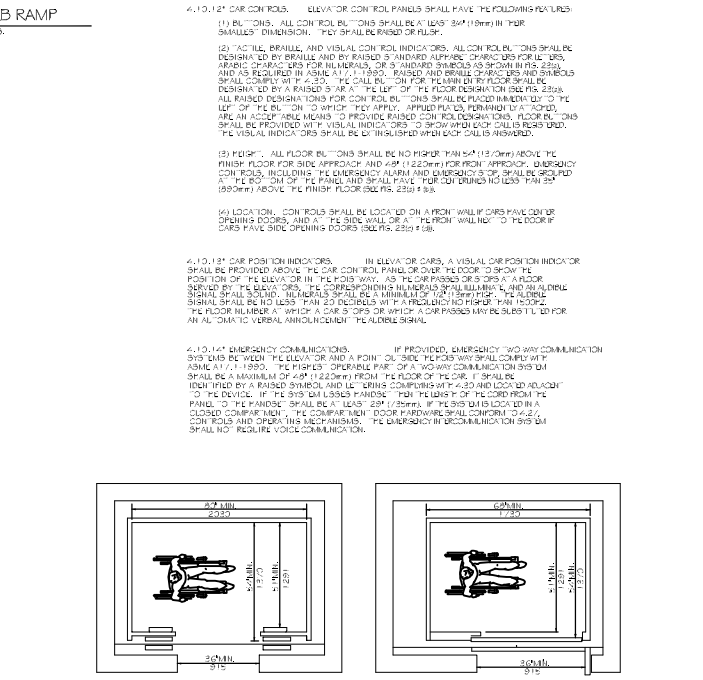

FIG. 22
4.10.9 FLOOR PLAN OF ELEVATOR CARS. THE FLOOR AREA OF ELEVATOR CARS SHALL PROVIDE SPACE FOR WHEELCHAIR USERS TO ENTER THE CAR, MANEUVER AND PROPER CONTROLS, AND EXIT FROM THE CAR. ACCEPTABLE DOOR OPENING AND INTERIOR DIMENSIONS SHALL BE AS SHOWN IN FIG. 22. THE CLEARANCE BETWEEN THE CAR PLATFORM SILL AND THE EDGE OF ANY FLOOR WAY LANDING SHALL BE NO GREATER THAN 1/2" (13mm).
(1) BUTTONS. ALL CONTROL BUTTONS SHALL BE AT LEAST 3/4" (19mm) IN THEIR SMALLEST DIMENSION. THEY SHALL BE RAISED OR FLUSH.
(2) TACTILE, BRAILLE, AND VISUAL CONTROL INDICATORS. ALL CONTROL BUTTONS SHALL BE DESIGNATED BY BRAILLE AND BY RAISED & ENGRAVED ALPHANUMERIC CHARACTERS OR TYPE, ARABIC INDICES FOR INTERNATIONAL, OR STANDARD SYMBOLS AS SHOWN IN FIG. 22(c). AND ELEVATOR SHALL BE AT LEAST 1/8" (3mm) RAISED AND BRAILLE CHARACTERS AND SYMBOLS DESIGNED BY A RAISED SURFACE. THE LIGHT OF THE FLOOR DESIGNATION (SEE FIG. 22(c)). ALL RAISED DESIGNATIONS FOR CONTROL BUTTONS SHALL BE PLACED IMMEDIATELY TO THE LEFT OF THE BUTTON TO WHICH THEY APPLY. APPROVED PLATES PERMANENTLY FIXED TO THE JAMB ARE ACCEPTABLE. MEANS TO PROVIDE RAISED CONTROL DESIGNATIONS, FLOOR DESIGNATIONS SHALL BE PROVIDED WITH VISUAL INDICATORS. SHOW WHEN EACH CALL IS REGISTERED. THE VISUAL INDICATORS SHALL BE EXTINGUISHED WHEN EACH CALL IS ANSWERED.
(3) FLOOR. ALL FLOOR BUTTONS SHALL BE NO HIGHER THAN 54" (1370mm) ABOVE THE FINISH FLOOR FOR SIDE APPROACH AND 48" (1220mm) FOR FRONT APPROACH. EMERGENCY CONTROLS, INCLUDING THE EMERGENCY ALARM AND EMERGENCY STOP, SHALL BE GROUPED AT A LOWER SILL OF THE PANEL AND SHALL FINALLY FOR CAR DEPTH NOT LESS THAN 35" (889mm) ABOVE THE FINISH FLOOR (SEE FIG. 22(c)) FIG.).
(4) LOCATION. CONTROLS SHALL BE LOCATED ON A PRIMARY WALL OF THE CAR. OTHER OPENING DOORS, AND AT THE SIDE WALL OR AT A PREFERRED WALL NEXT TO THE DOOR OF CARS HAVE SIDE OPENING DOORS (SEE FIG. 22(b) FIG.).